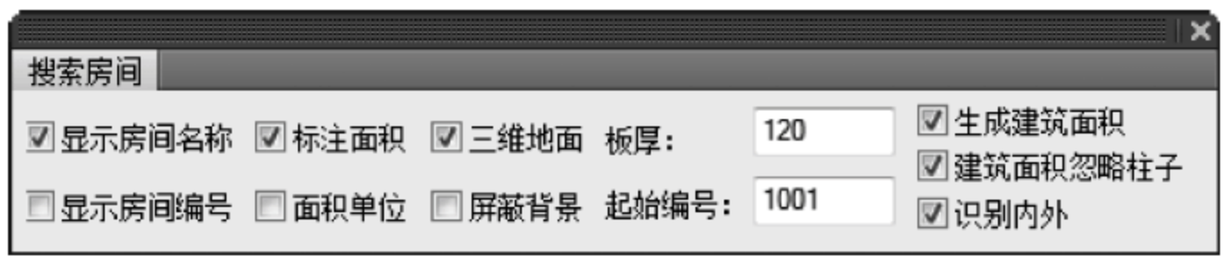

图 18-100　确定房间标注数据
(1) 单击菜单中的“房间屋顶”→“搜索房间”命令，在“搜索房间”对话框中输入相应的选择项目，如图 18-100 所示。